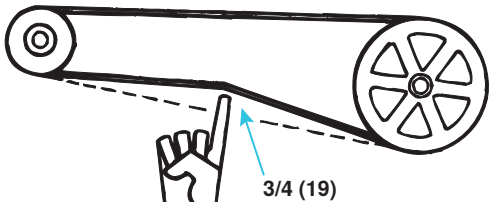

Figure 36. Vérification de la tension des courroies
- Une tension adéquate des courroies est importante pour la durée de vie des courroies et du moteur. Une courroie qui n'est pas assez tendue peut causer une usure prématurée et un glissement. Une courroie trop tendue peut causer une usure prématurée des roulements du moteur et du souffleur. Vérifiez la tension de la courroie tel que montré dans la **Figure 36**.
- Si la courroie ne peut pas être enfoncée de 3/4 pouce (19 mm), tel que montré dans la **Figure 36**, ajustez la tension de la courroie comme suit :